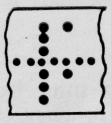

FIGURE 74.
A. *Thin spaces may be inserted OVER each spaceband within the line* (see Figure 74).